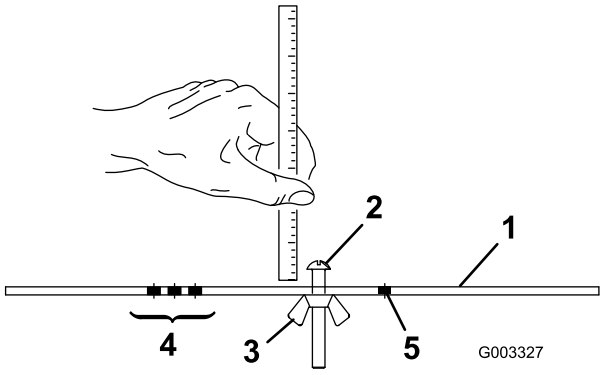

**Figuur 17**
2. Draai de moer op de hoogtelat los (Figuur 17) en draai de stelschroef naar de gewenste maaihoogte. De afstand tussen de onderkant van de schroefkop en de lat is de maaihoogte.